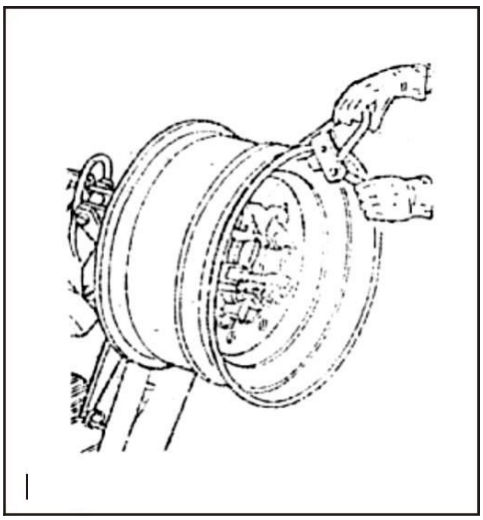

Рис.12
3. Установите монтажную струбцину на крае диска в самой высшей точке. (рис. 12)